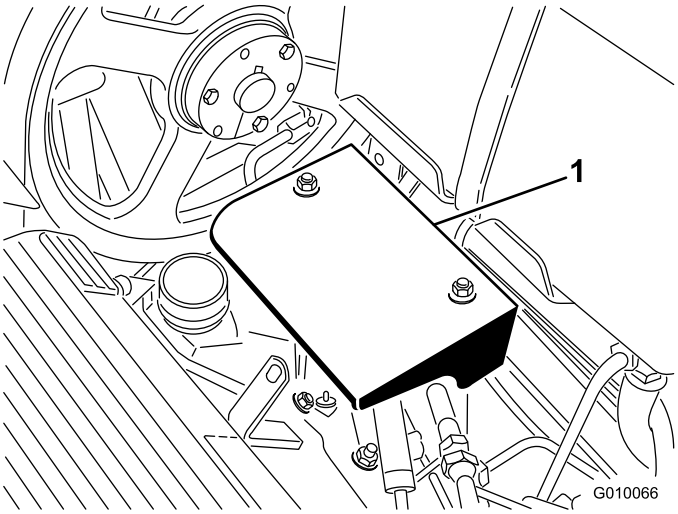

Figura 57
2. Retire as 2 porcas de montagem do resguardo da bomba e retire o resguardo (Figura 57).